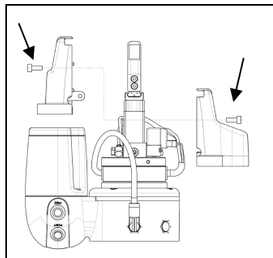

Abbildung 3
- Befestigen Sie die Abdeckung mit Rundkopf-Kreuzschlitzschrauben (M4x10) und einem maximalen Anzugsmoment von 1,0 Nm, siehe **Abbildung 3.**